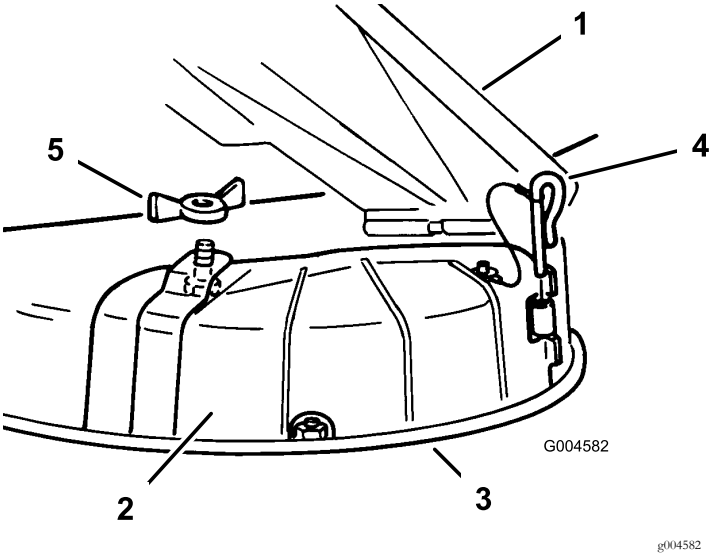

Figuur 13
3. Verwijder de vleugelmoer en de bout waarmee het deksel bevestigd is (Figuur 13).
4. Verwijder de scharnierpen waarmee het deksel aan het maaidek is bevestigd (Figuur 13).
3. Til de grasgeleider omhoog en plaats de afvoerafsluiter op de opening op de onderste lip van de maaier en schuif deze op het voorste scharnier (Figuur 13).
4. Schuif de scharnierpen door het scharnier (Figuur 13).
5. Bevestig de afvoerafsluiter aan de maaier met de vleugelmoer (Figuur 13).